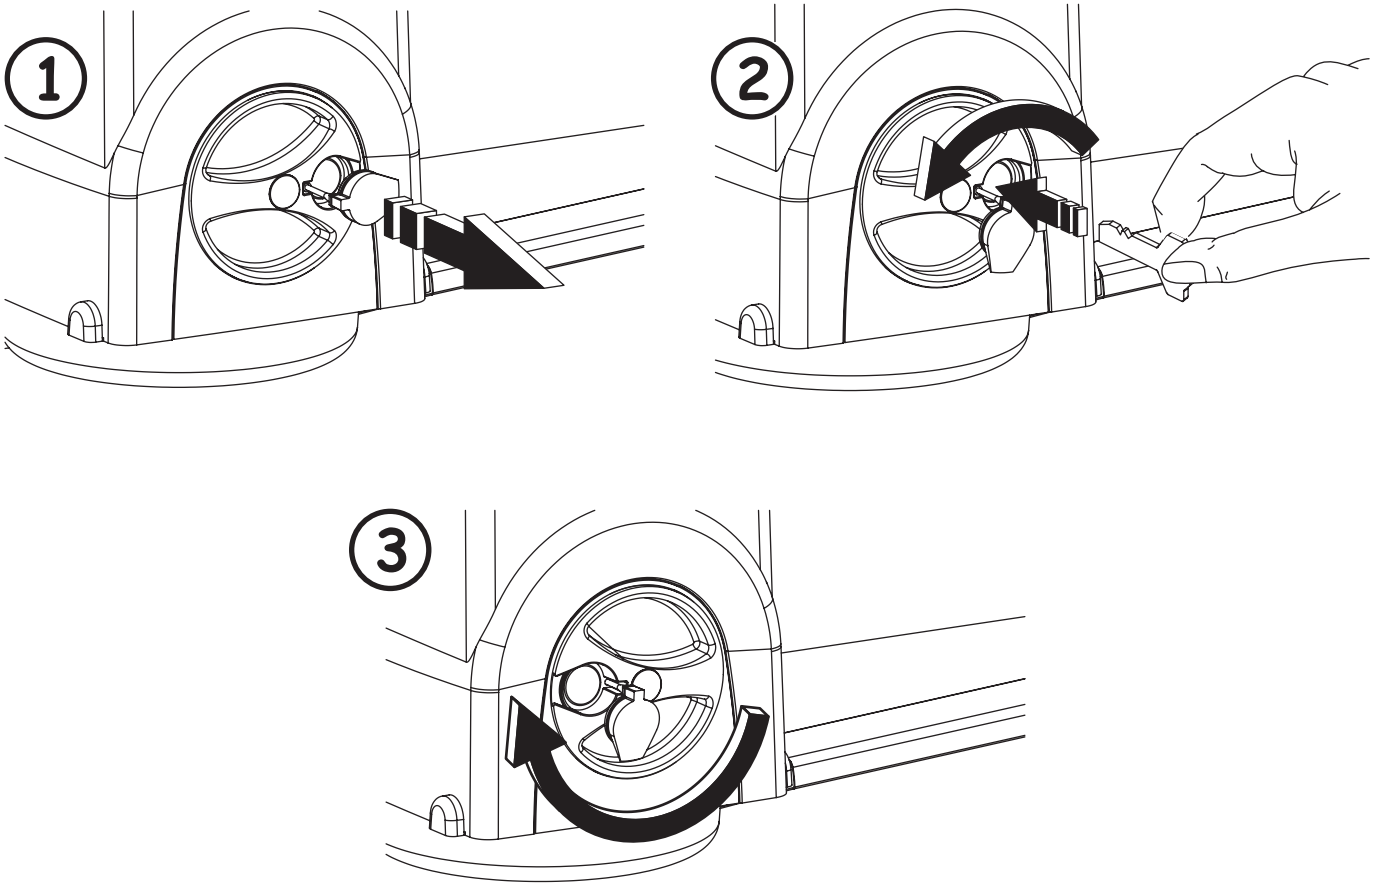

Fig. 19
2. Die Schutzabdeckung des Schlosses anheben, Abb. 19, Bez. ①.
3. Den Schlüssel einführen und gegen den Uhrzeigersinn bis zum Anschlag drehen, Abb. 19, Bez. ②.
4. Den Entriegelungsgriff im Uhrzeigersinn bis zum Anschlag drehen, Abb. 19, Bez. ③.